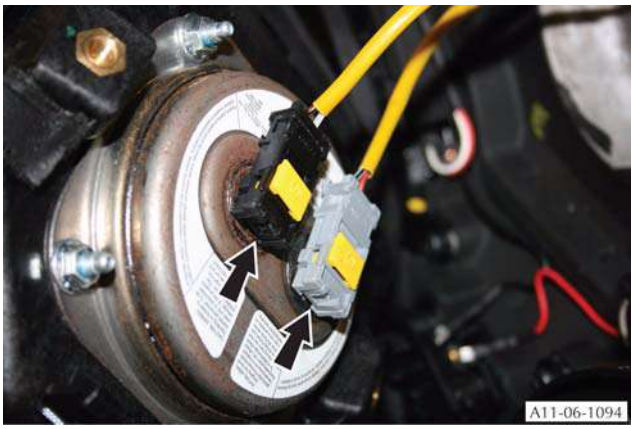

Figure 2
8. Move the airbag module to get access to the two electrical connectors (Refer to FIgure 2).